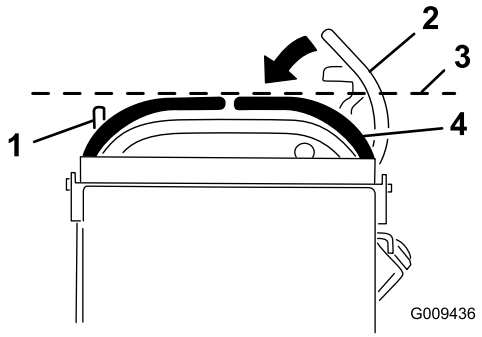

Figure 67
3. Abaissez le levier de commande de déplacement droit pour quitter la position de verrouillage au point mort (Figure 67).
4. Vérifiez s'il s'aligne horizontalement avec le levier de commande de déplacement gauche (Figure 67).